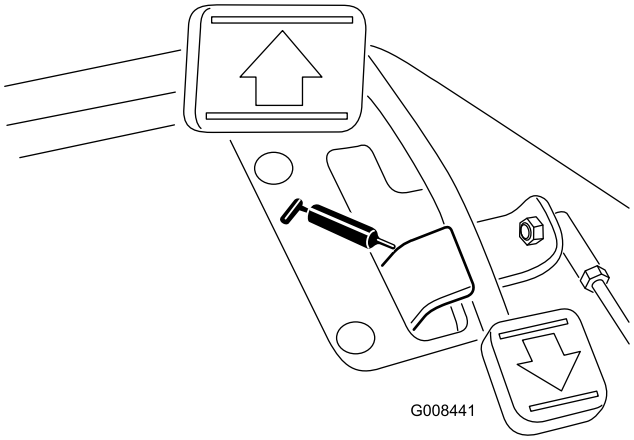

Figur 35
- Gaspedalens vridfäste (1) (Figur 35)